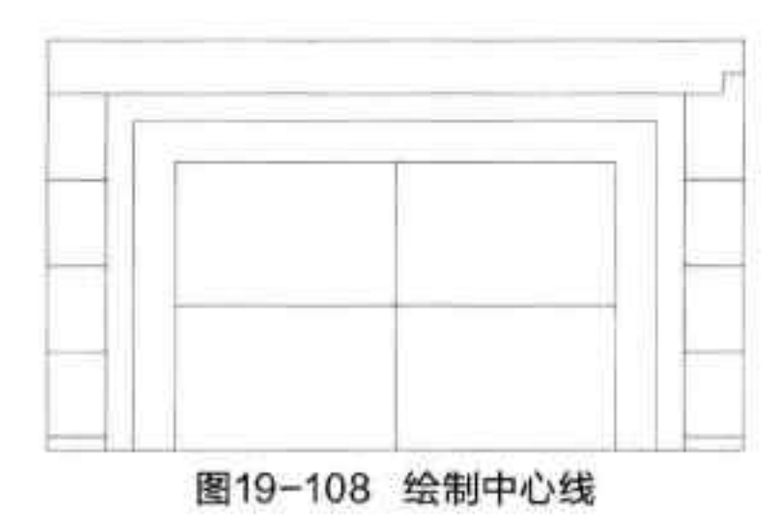

图19-108 绘制中心线
Step 07 执行“直线”命令，绘制两条中心线，如图 19-108 所示。